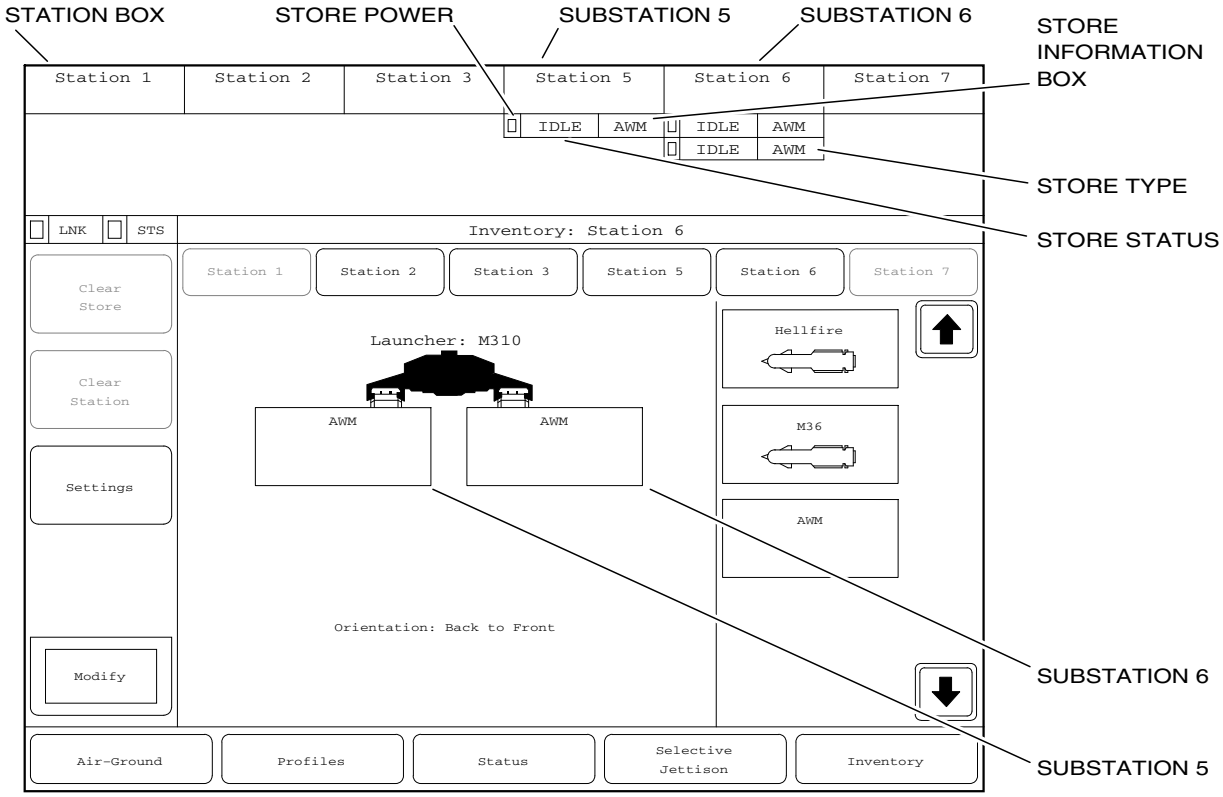

**Figure 1-3. Loadout Display Area.**
Stations 2 and/or 6 are capable of being fitted with the M310 or 2411.0.0 the M299 missile launcher. When a launcher is installed, each rail is represented as a substation (Figure 1-3). Substations are labelled clockwise starting at upper left when viewed from aft of the aircraft (2411.0.0 Figure 1-234). The number assigned also indicates the order by which the missile information will be displayed in the Store Information Box from the Station Box down. Block 5 Stations 3 and 5 are capable of being fitted with M310 launchers and AGM-114 missiles.
1.3.1.1.2 Store Information Box. The Store Information Box provides a visual of the current store status and weapon type indicator (Figure 1-3). Each Station Information Box contains three fields for information display: Store Power, Store Status, and Store Type. When the corresponding store is selected the store information box becomes outlined by an animated dashed border. When the store has been deselected or released the outline will disappear.
Store Power (Figure 1-3) indicates the current store power status and only applies to stores that require a powered state prior to release. The indicator will turn green when the store is powered up, and will remain dark if the store is not, or cannot be, powered up. The following list provides the possible indication for each weapon.
Store Status (Figure 1-3) provides an indication of the current status for the store and is displayed against a colored background. The possible status with the respective background color and the meaning are provided below.
Store Type (Figure 1-3) provides an indication of what store is loaded and is displayed against a colored background. The color of the background provides a visual of the release status of the weapon on the station.